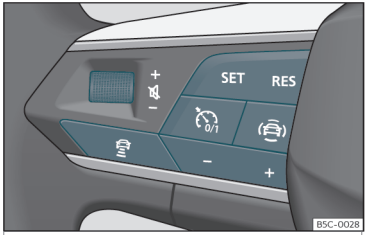

Fig. 151 En el volante multifunción: botones para manejar el ACC
Su vehículo dispone de ACC si dispone de menú de configuración en el sistema de infotainment››› pág. 93, y si dispone de los botones propios de la función ACC en el volante multifunción››› fig. 151.
• Para comenzar la regulación presione el botón **SET**>>> **fig. 151**.
Para programar la velocidad pulse los botones **+** o **–**>>> **fig. 151** hasta la velocidad deseada. El ajuste de velocidad se realiza en intervalos de 10 km/h (5 mph).
• Pulse el botón y, a continuación, el botón **+** o **–**>>> **fig. 151**.